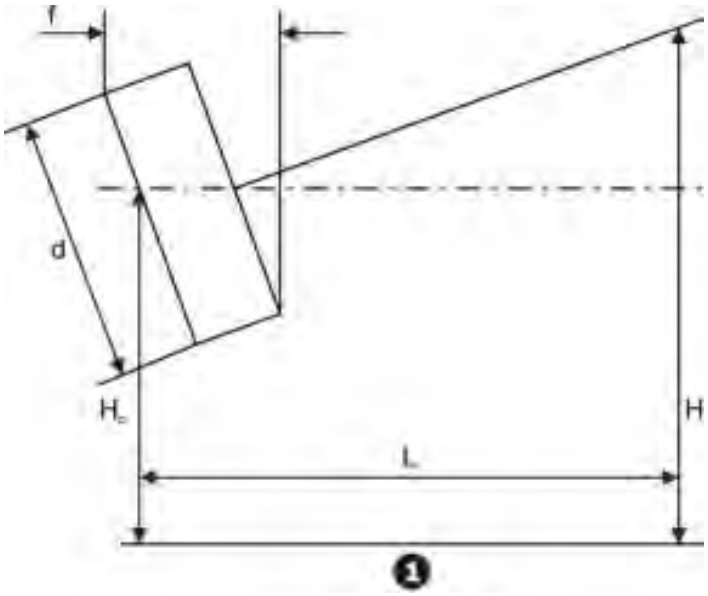

Figure 8-1 Alignment Procedure Measurements Diagram
2. Calculate the shim changes necessary at each end of the footpads on the basis of a vertical lift plus a rigid body rotation of the generator, thus maintaining the undistorted state of the generator (See Figure 8-1), using the formula: